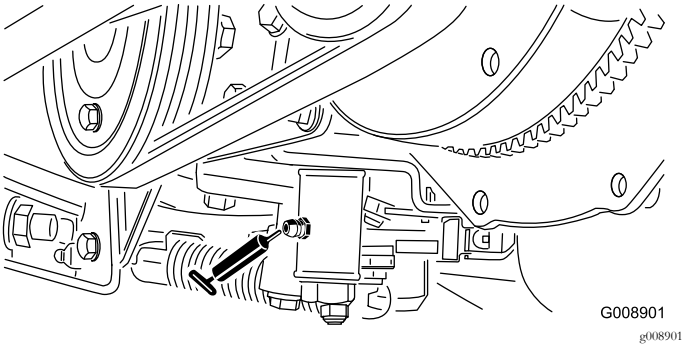

Figur 57
- Neutraljusteringsmekanismen (Figur 57)